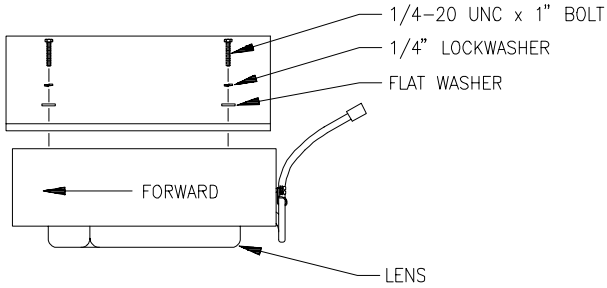

FIGURE 3
5) Bolt radar to mounting bracket using mounting hardware. See Figure 3.